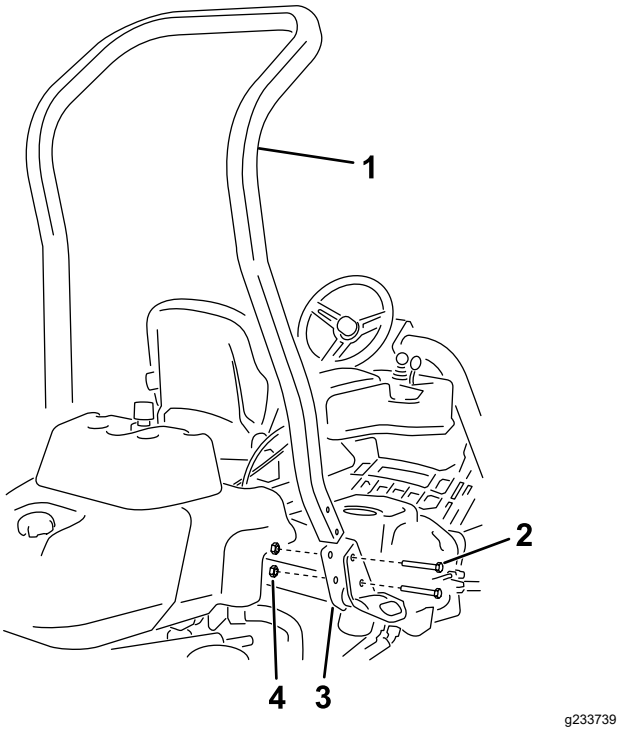

**Figuur 3**
3. Gebruik 4 bouten (½" x 3¾") en 4 flensmoeren (½") om de rolbeugel te monteren in de beugels van de rolbeugel aan weerszijden van de machine; zie Figuur 3.